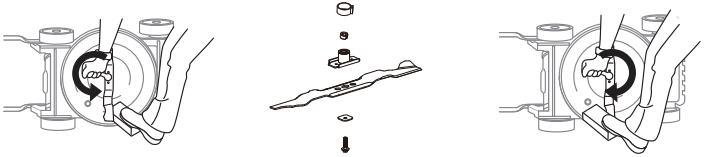

Fig.15A Fig.15B Fig.15C
- Retirez la lame et l'adaptateur du vilebrequin (Fig. 15A).